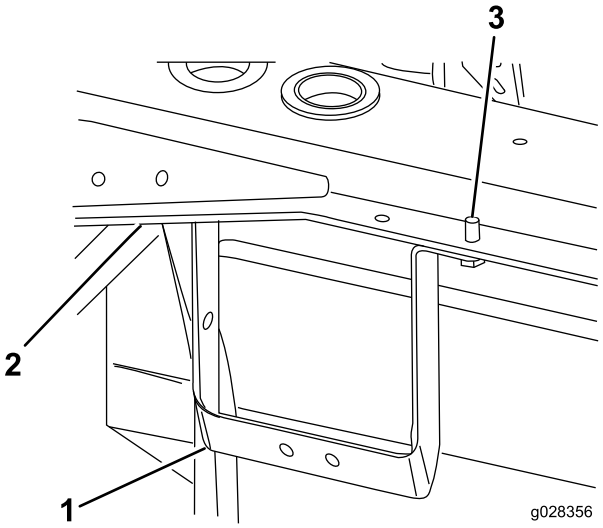

**Rysunek 9**
2. Przykręć wspornik przegrody do lewej strony punktu mocowania ramy tylnej, używając dwóch wkrętów samogwintujących (5/16 cala) (Rysunek 9).